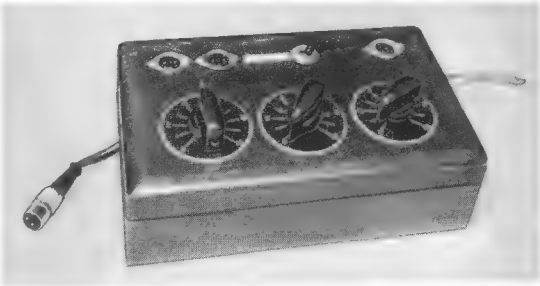

Bild 3. Das fertige Mischpult
Wie aus *Bild 3* ersichtlich, wurde das Mischpult im Deckel eines stabilen Holzkästchens aufgebaut. Bei den Normbuchsen liegen die Eingänge I und II zweckmäßig an den Stiften 3, damit die „Radio"-Leitungen der abspielenden Tonbandgeräte benutzt werden können. Bei der Verdrahtung muß auf kurze Verbindungen, hauptsächlich bei den Punkten (1) und (2), geachtet werden. Abgeschirmter Schaltdraht sollte so wenig wie möglich verwendet werden (Höhenverluste). Es empfiehlt sich jedoch, Deckel und Seitenwände des Kästchens mit einer geerdeten Metallfolie auszukleiden. Die abgeschirmte Ausgangsleitung führt zum hochohmigen Mikrofoneingang des aufnehmenden Tonbandgerätes und soll so kurz und kapazitätsarm wie möglich sein.